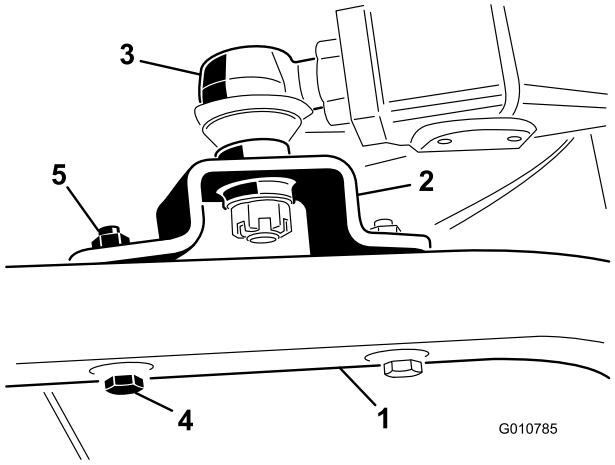

**Figure 6**
4. Fixez les supports de rotules à chaque bras pivotant avec 2 vis (7/16 x 3") et écrous à embase (7/16") (Figure 6).
5. Serrez le grand écrou de blocage qui fixe la rotule au bras de relevage (Figure 6).